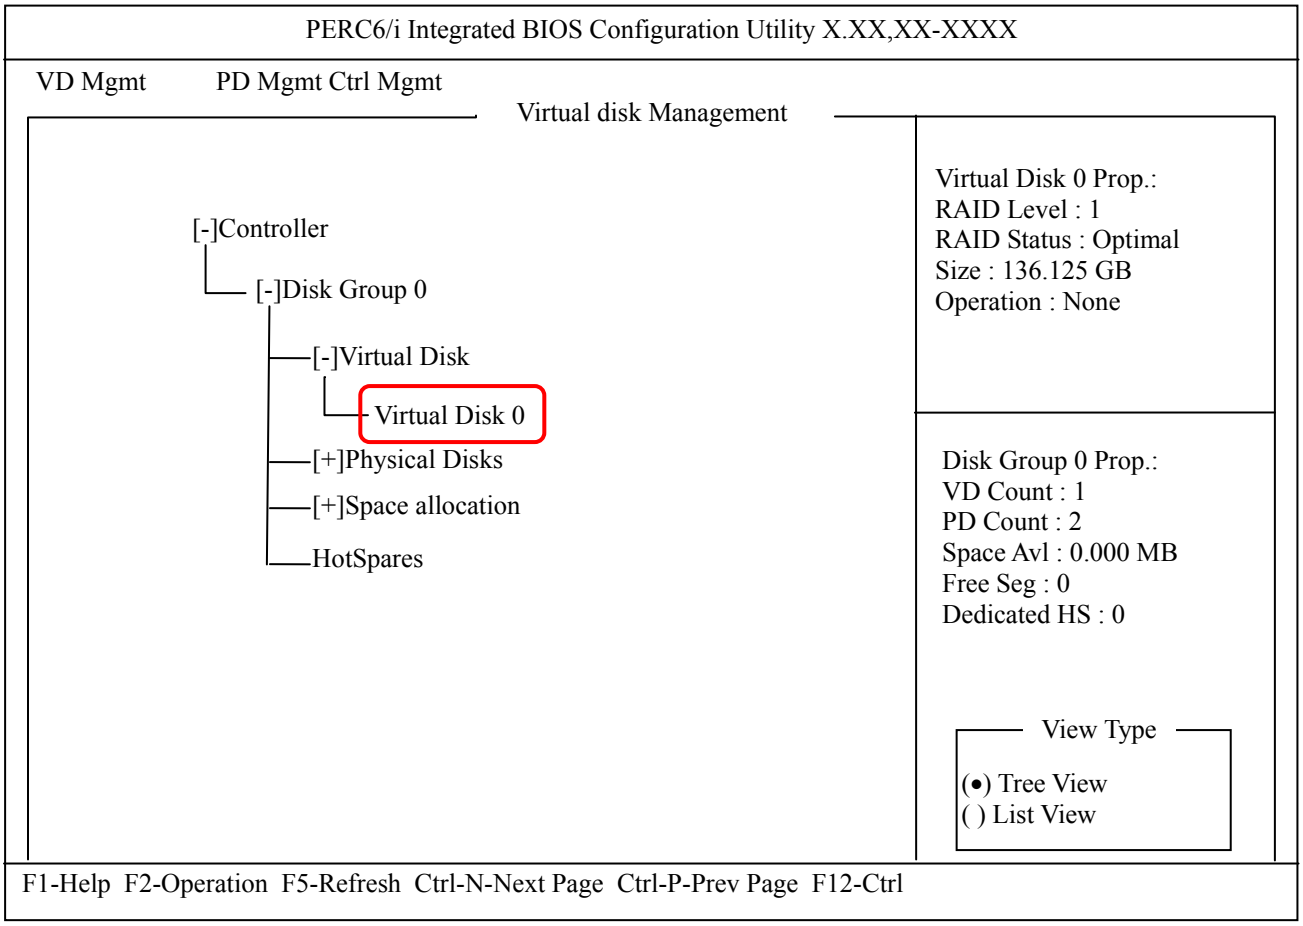

Figure B.2.6.2-16 Virtual Disk Management window
(17) The “Virtual Disk 0” action window is displayed as shown in Figure B.2.6.2-17.